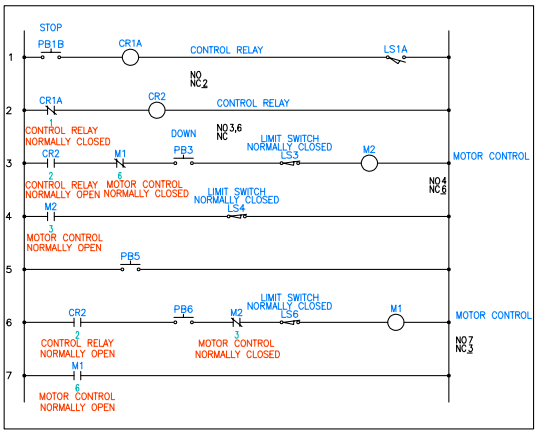

Figure 6-48 *The copied components*
16. Next, select limit switch LS3 from 3rd rung and copy it at **15,15**. Again, select LS3 and copy it at **16,13**. You will notice that the limit switch is inserted in rung 4 and rung 6. Keep the values in the **Description** area intact. Figure 6-48 shows the copied components.